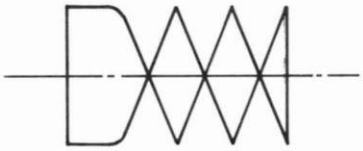

Fig. 3-7
I. Turn the screw on top of the supply-side guide roller clockwise using the wrench and adjust so that the envelope of the supply side has a parallel section (Fig. 3-7).
Ⅰ．入側ガイド・ローラーの頭部のネジを二股レンチにより右に回し，エンベロープの入側に平行部が発生する様に調整する．（図3-7 ）